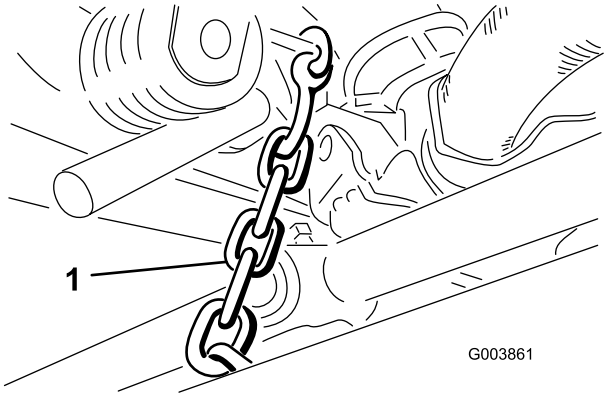

Figur 11
9. Løsn låsekæden fra løftearmen, og fastgør den på tværstangen på hver bagest klippeenhed med en bolt, flad skive og låsemøtrik (Figur 11).